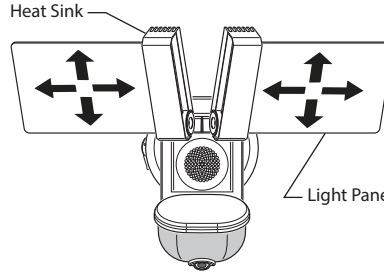

Figure 10
9. If needed, gently grasp the top and bottom of the light panels and tilt them up or down or side to side to adjust the light coverage area (see Figure 10).